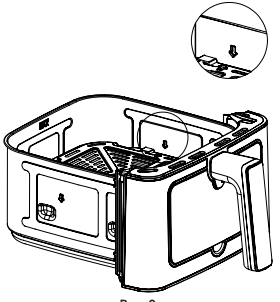

Рис. 2
4. Если необходимо использовать решетку, вставьте ее в чашу. Для использования решетки вторым уровнем, переверните ее и вставьте, как показано на рис. 2.